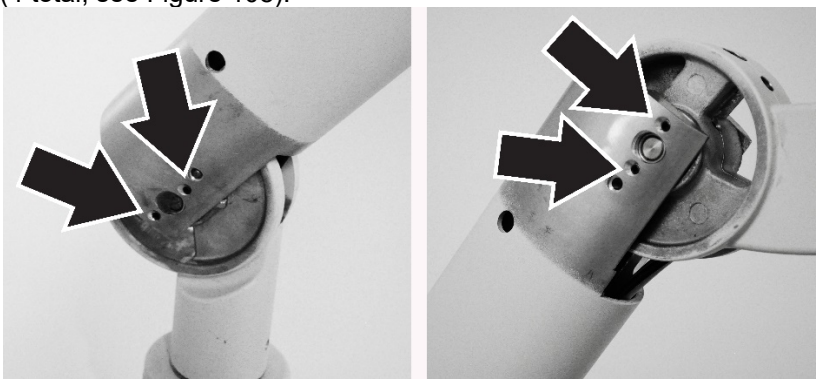

Figure 108 Articulating Arm, Inner Section Friction Screws
3. Loosen the Articulating Arm friction adjustment screws for the inner segment (4 total, see Figure 108).